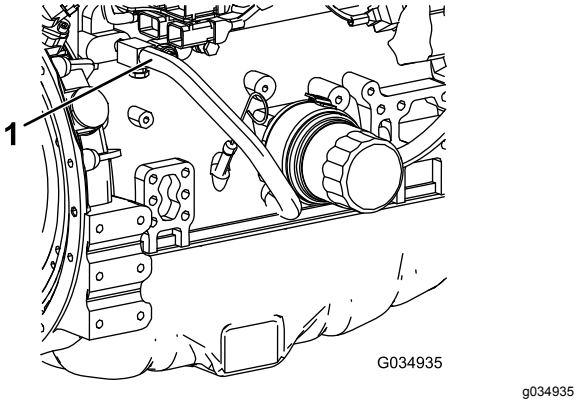

**Figur 126**
7. Ta bort kylvätskeslangen från motoroljekylaren (Figur 126).